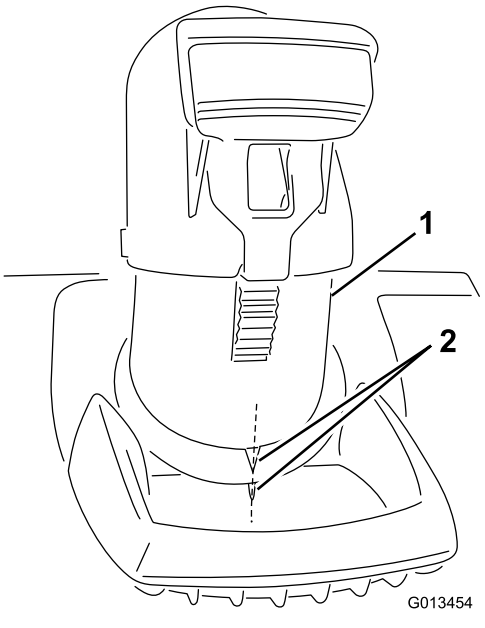

**Figure 3**
***Important:*** **Alignez la flèche sur la goulotte et la flèche sur le carter (Figure 3).**